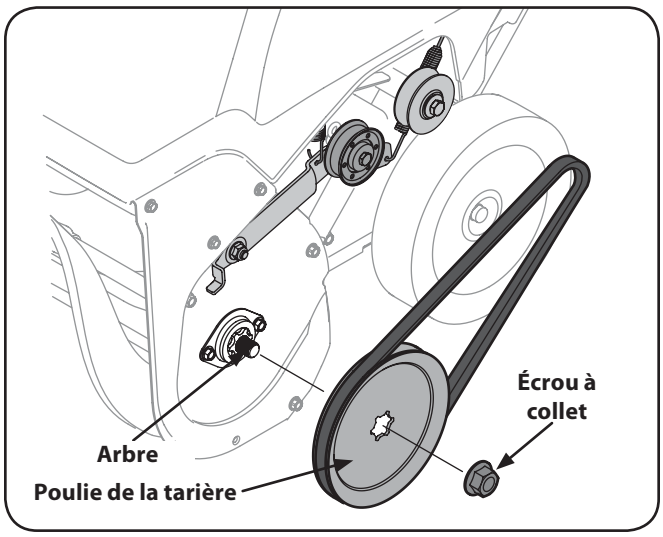

Figure 7-2
5. Enlevez l'écrou à collet qui maintient la poulie de la tarière sur l'arbre de celle-ci. Voir la Fig. 7-2.